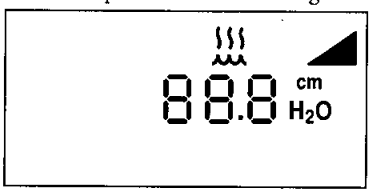

**FIGURA 4-3 PANTALLA DE FUNCIONAMIENTO**
4. Aparece la pantalla de funcionamiento, que se muestra en la Figura 4-3.